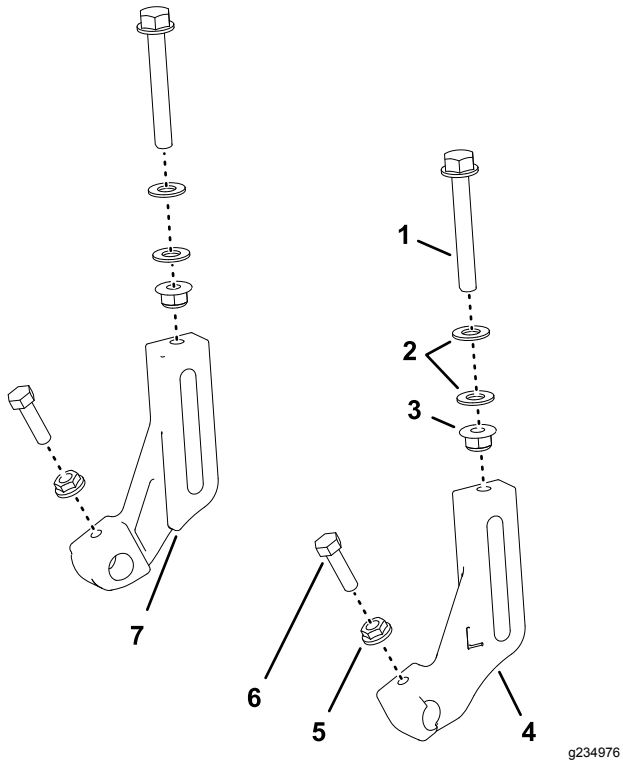

Figura 5
1. Monte los 2 tornillos de altura de corte (⅜" x 2¾"), las 4 arandelas (5/16"), y las 2 tuercas con arandela prensada (⅜"); consulte Figura 5.
2. Enrosque sin apretar los tornillos de altura de corte en los soportes de altura de corte alta izquierdo y derecho (Figura 5).
3. Monte provisionalmente un perno (5/16" x 1⅛") y una tuerca con arandela prensada dentada (5/16") en cada soporte de rodillo de los soportes de altura de corte alta (Figura 5).